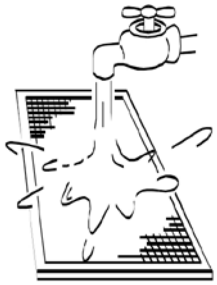

Figura 6
- El lado de la entrada de aire debe ir hacia abajo cuando utilice agua. (Figura 6)